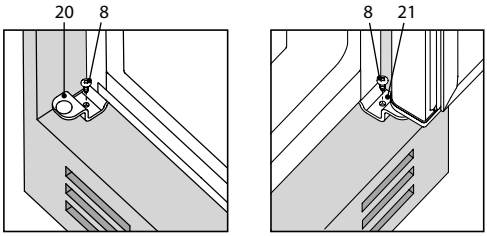

Figura 9
3.3.2 Pentru a atașa frigiderul la partea inferioară a dulapului de mobilier, fixați suporturile 20 și 21 cu șuruburile 8 în conformitate cu figura 9.